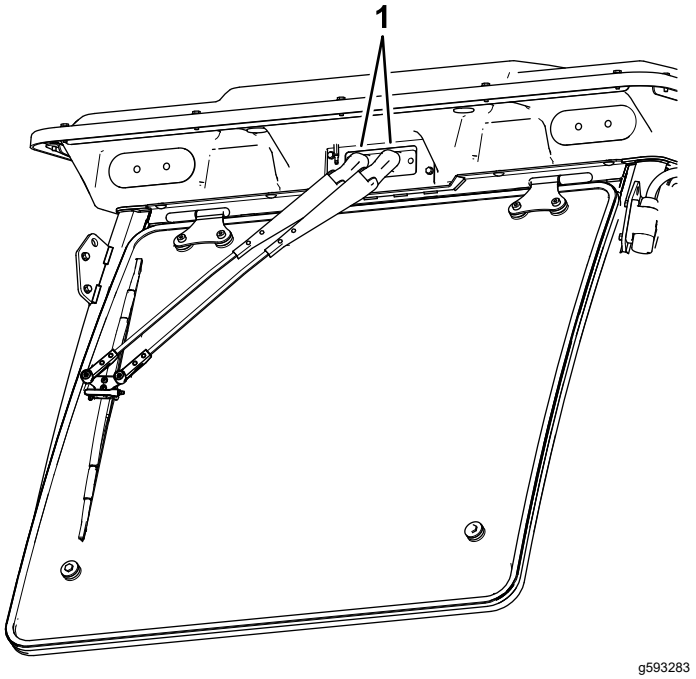

Figur 113
1. Öppna locken högst upp på torkararmarna (Figur 113).